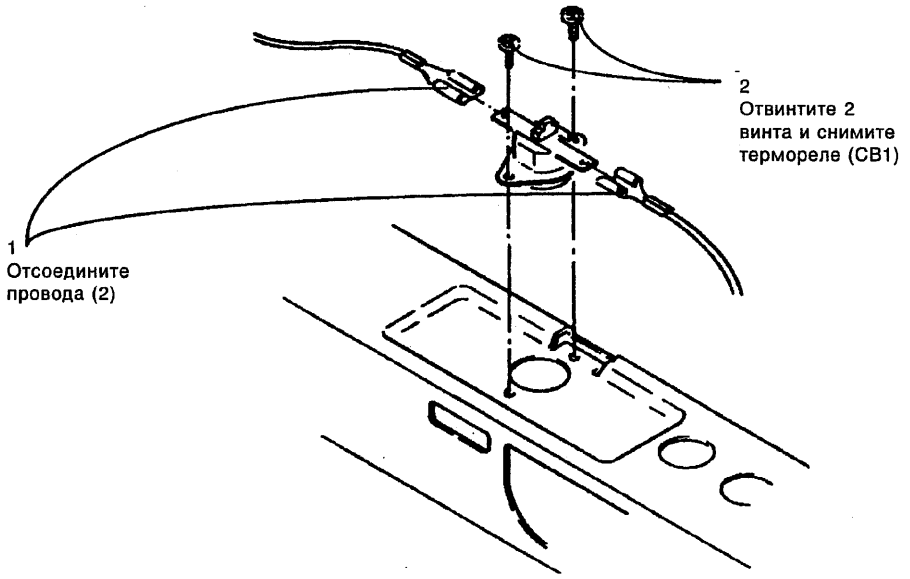

Рисунок 1. Снятие термореле (CB1)
2. (рис. 1) Снимите термореле (CB1).